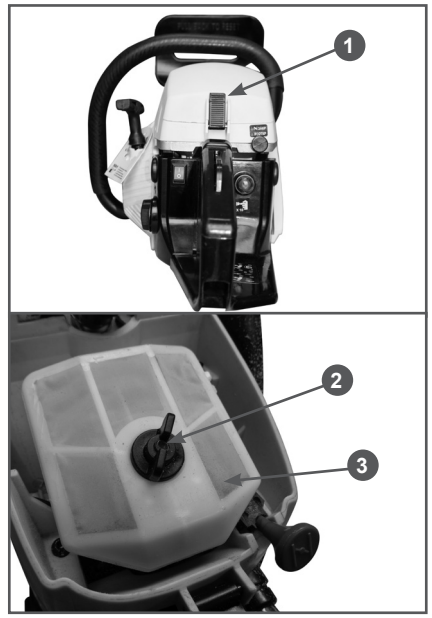

Рис. 18 Обслуживание воздушного фильтра
1. Отстегните защелку 1 (Рис. 18) и снимите крышку воздушного фильтра.
2. Открутите барашковую гайку 2 и снимите воздушный фильтр 3 с корпуса (Рис. 18). Проверьте его на наличие повреждений.